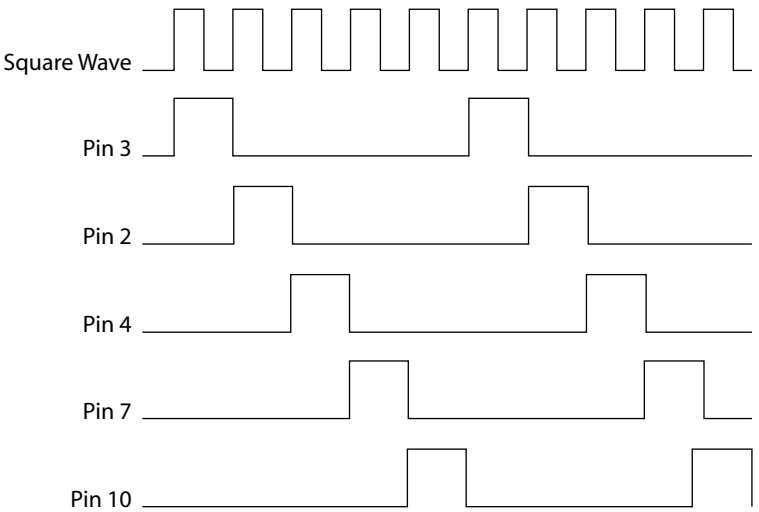

Figure 10-3: You put in one square wave to get out multiple sequential little pulses.
- **IC2** is the other key component of this circuit. This is a 4017 decade counter that takes a square wave and generates ten sequential pulse outputs. A 4017 decade counter does this by placing +V on one of its output pins at a time, one after the other. The 4017 decade counter switches to the next output pin at the start of each cycle of the square wave generated by the timer, as shown in Figure 10-3. This allows you to control the rate at which the 4017 decade counter switches +V to each output pin; this is done by controlling the frequency of the square wave generated by the LM555 timer chip. Because we didn't want ten dolphins, we connected the sixth output pin (Pin 1) to the reset pin (Pin 15). This applies +V to the reset pin after five dolphins dance across the wall and also resets the counter to the first output pin, skipping the last four output pins altogether.